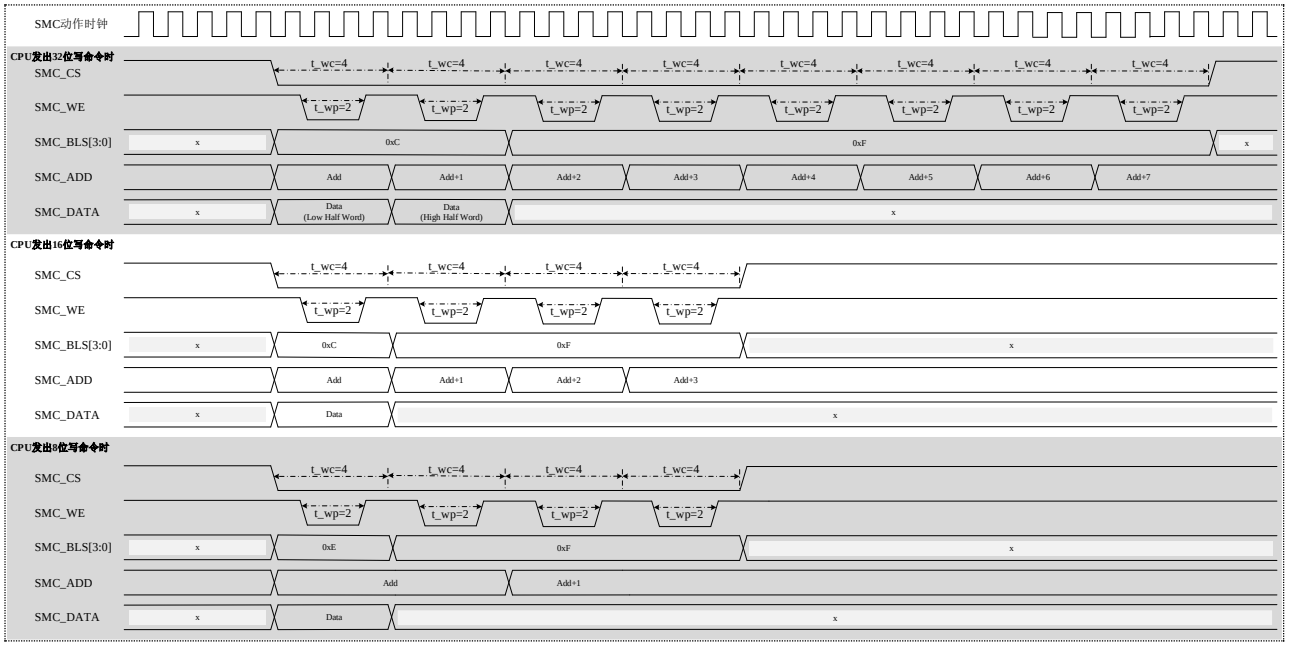
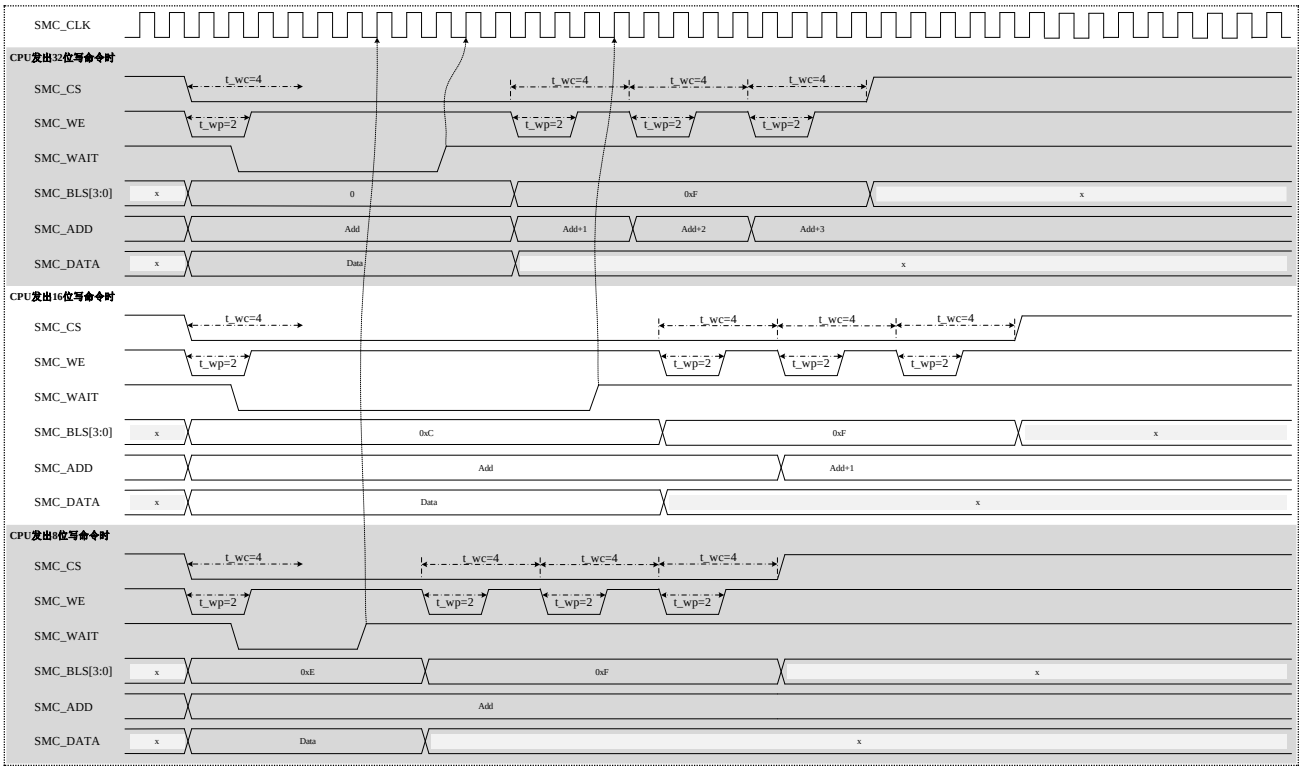

图 40-13 单次写动作基本时序（异步方式（WSYN=0）&16 位位宽（MW=01）&BLS=0）
图 40-16　单次写动作基本时序（同步方式（WSYN=1）&32 位位宽（MW=10）&BLS=0）
c) 表 40-9 和图 40-13~图 40-16 是单次写动作的基本时序图和设定例。